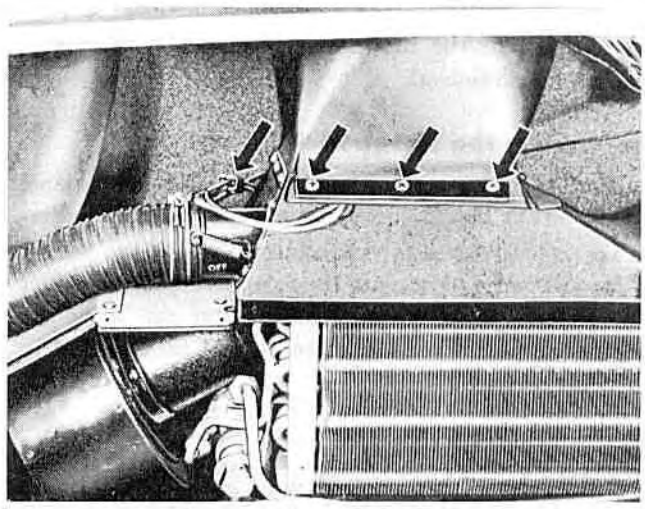

Figure 27—Disconnect Wire and Remove Screws
1. Disconnect the wires at the connector above the evaporator and remove the three duct retaining plate screws. See arrows in figure 27.